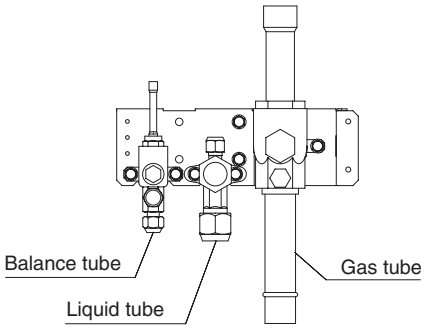

Fig. 5-2
(6) Both the gas and liquid tube service valves are open. If not, open them now. (Fig. 5-2)
(7) Request that the customer be present for the trial run. Explain the contents of the operating instructions, then have the customer actually operate the system.
(8) Be sure to give the operating instructions and warranty certificate to the customer.
(9) When replacing the control PCB, be sure to make all the same settings on the new PCB as were in use before replacement.